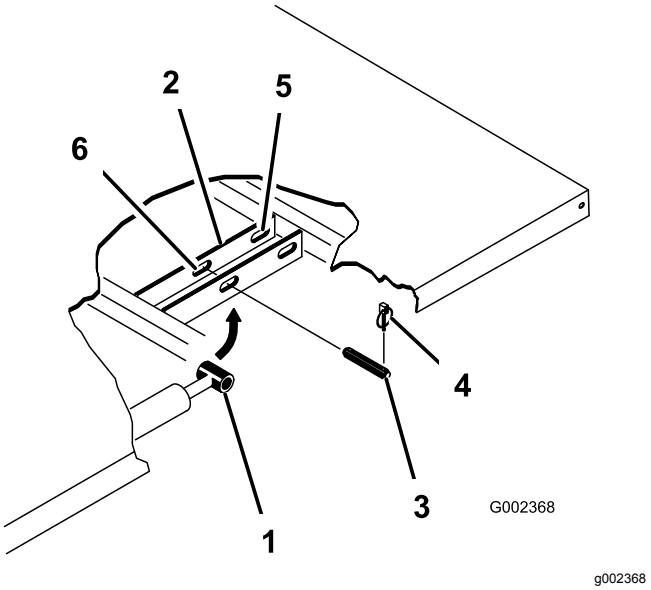

Figur 3
4. Fjern ringstiften fra den ytre enden av splittpinnene (Figur 3) på sylinderstaget.